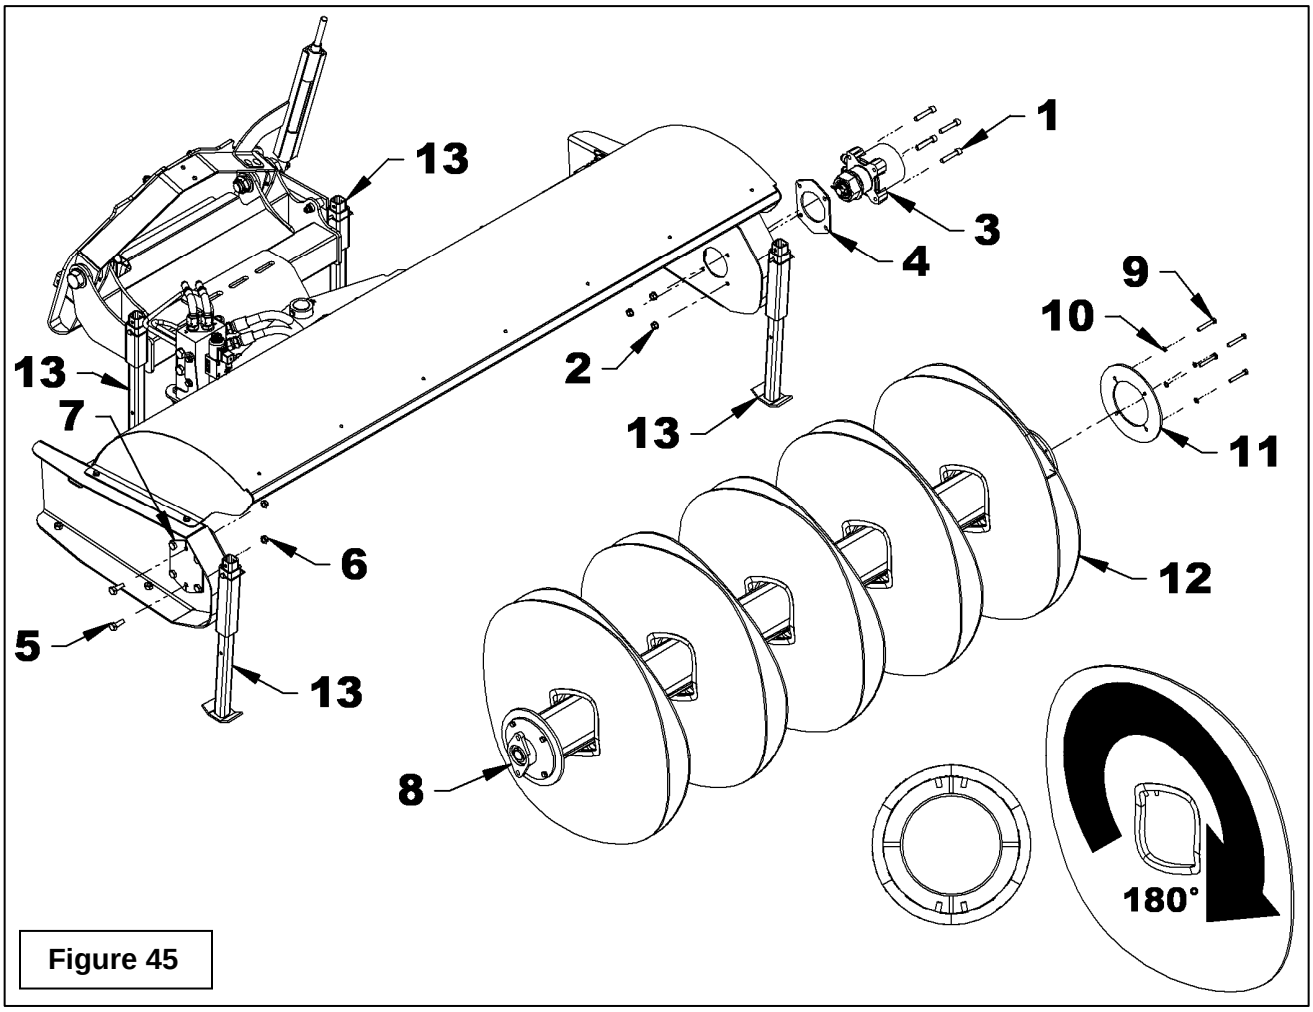

Figure 45
(Figure 45)
9. Install the new brushes (item 12) on the brush support (item 8) by aligning the guides on each side of one of the brush support tubes and rotating each brush 180° (see figure 45).
10. Shake the brushes (item 12) before installing the retaining plate (item 11) to compress them.
11. Reinstall the retaining plate (item 11) and secure in place with the four 3/8" NC x 2 1/2" hex. bolts and the four lockwashers (items 9-10), without applying too much pressure between brushes. Place the last brush in the same direction than the next to last.
12. Place the brush support (item 8) under the broom cover.
13. Lift the brush support (item 8) with a jack. Insert the bearing in it's opening placing the grease fitting toward the outside and attach to the support plate (item 7) with the two 1/2" NC x 1 1/2" hex. bolts (item 5) and the two 1/2" NC serrated flange nuts (item 6). The holes must align perfectly or the broom might bounce.
14. Move the jack at the end where the hydraulic motor (item 3) is installed. Raise the brush support (item 8) to align it with the opening in the housing. Insert the hydraulic motor hub (item 3) in the brush support. It might be necessary to turn the brush support to align the hub faces with the drive plate bolted to the brush support.
15. Attach the hydraulic motor (item 3) and its spacer (item 4) to the broom housing with the four 1/2" NC x 2 1/2" allen socket head cap screw (item 1) and the four 1/2"NC serrated flange nuts (item 2).